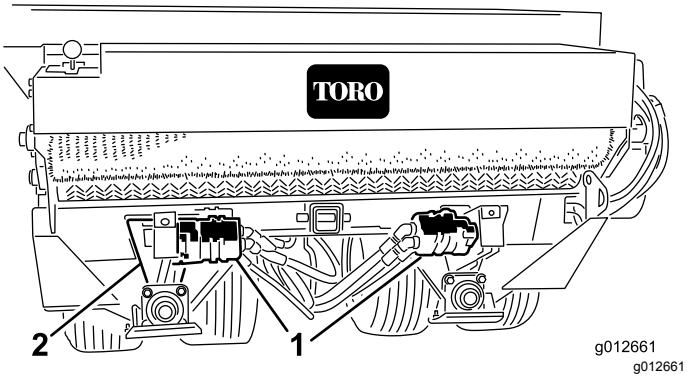

Rysunek 16
2. Poluzuj śruby podsadzane i nakrętki mocujące silnik/pompę układu hydraulicznego do podstawy osi (Rysunek 16).
3. Obróć zespół koła łańcuchowego silnika (Rysunek 16), aż ugięcie łańcucha napędu kół będzie wynosić 3,2 mm.